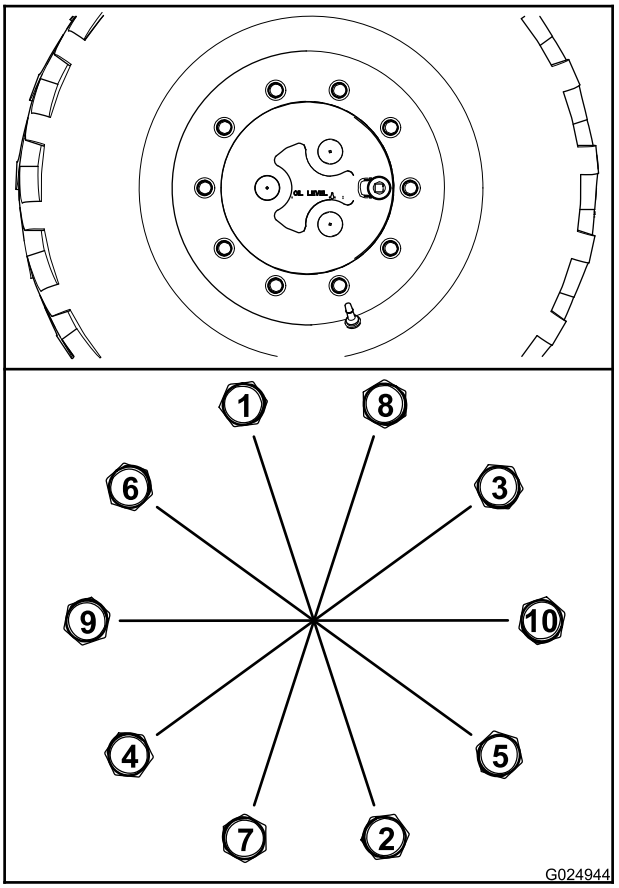

Rysunek 82
A. Dokręć wszystkie nakrętki koła do 100 N·m w kolejności pokazanej na Rysunek 82.
B. Dokręć wszystkie nakrętki do 200 N·m w kolejności pokazanej na Rysunek 82.
C. Dokręć wszystkie nakrętki do 300 N·m w kolejności pokazanej na Rysunek 82.